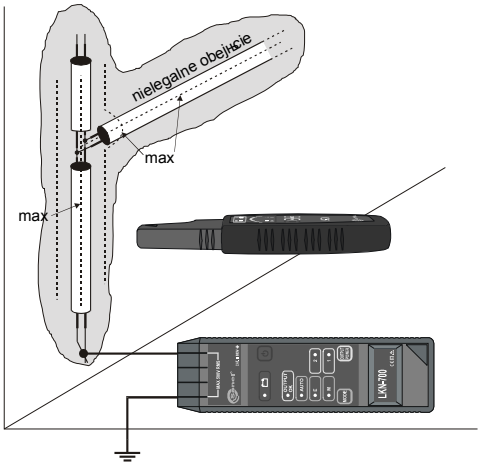

Рис.12 Обнаружение нелегальных обводов счетчиков электроэнергии – обвод в плоскости стены
- Перемещать головку приемника по бокам трассы легальной проводки. В месте ответвления провода уровень сигнала возрастает (Рис.12).
Если в схеме (Рис.12) удается включить режим „M+E", то это значит, что один из проводов нелегального обвода заземлен. Тогда следует отключить от генератора заземление, которое позволяет включить этот режим.